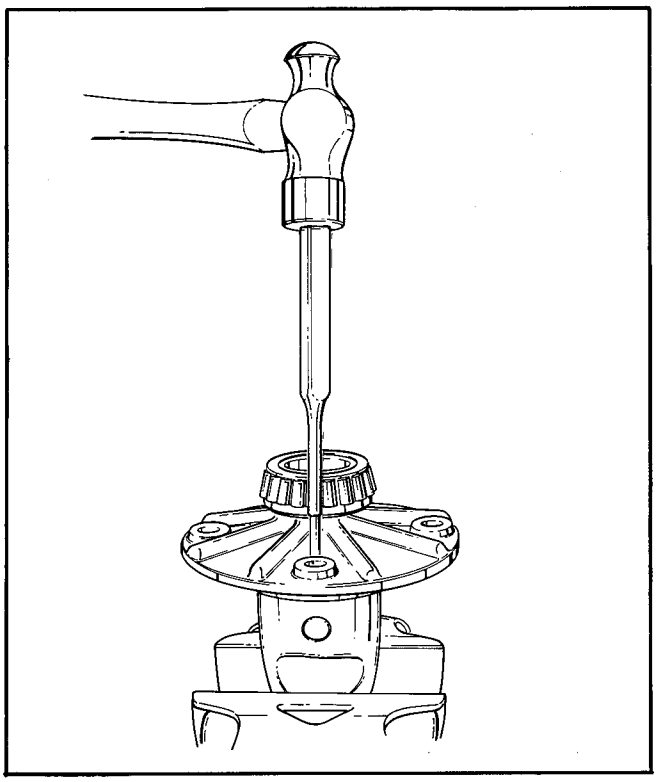

Figure 26A – Driving Out Lock Pin
m. Drive out lock pin (9) which secures pinion mate shaft (14) to differential case (10), Figure 26A.